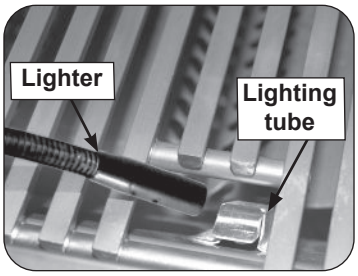

Fig. 37-2 Manual lighting via lighting tube
2. Insert either a burning long-barrel butane lighter or a burning long-stem match through the cooking grid opening to the top of the lighting tube. (Fig. 37-2). For backburners or infrared burners, hold the flame against the surface of the backburner/infrared burner. For charcoal burners, hold the flame near the burner.